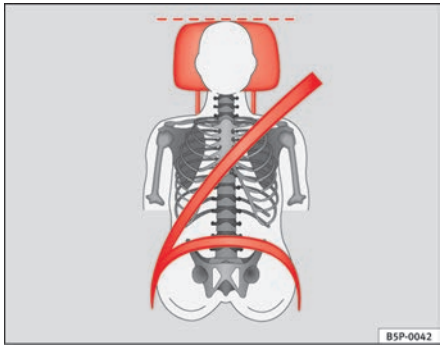
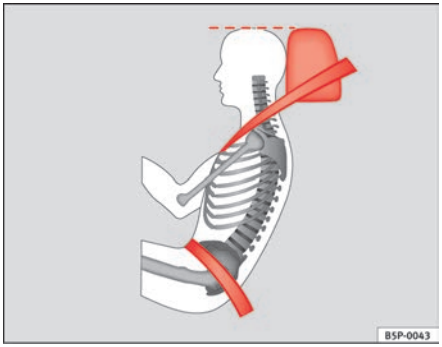

**Fig. 91 Front view: head restraints and seat belts correctly adjusted**
**Fig. 92 Side view: head restraints and seat belts correctly adjusted**
– Adjust the head restraint so that its upper edge is at the same level as the top of your head, or as close as possible to the same level as the top of your head and, at minimum, at eye level ⇒ fig. 91 and ⇒ fig. 92.